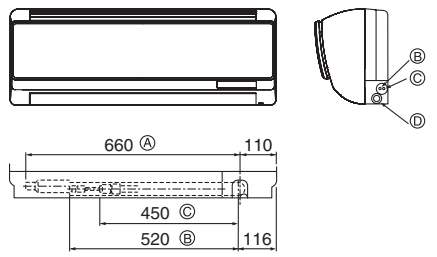

Fig. 4-2
① Anordnung der Kältemittel- und Ablassrohrleitungen (Fig. 4-2)